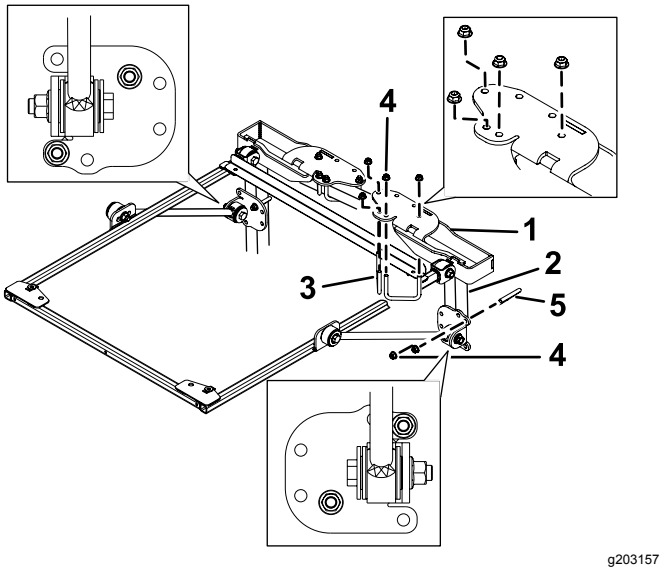

Figur 32
4. Plasser veltebeskyttelsens monteringsbraketter på toppen av trekkenhetens veltebøyle (Figur 32). Påse at veltebøylen er sentrert i veltebeskyttelsens monteringsbraketter.
5. Bruk monteringshullene som vist i Figur 32, og monter hver av veltebeskyttelsens monteringsbraketter på toppen av veltebøylen med to U-bolter (2 3/4 tomme) og fire flensmuttere.
6. Bruk monteringshullene som vist i Figur 32, og fest hver avstiverbrakett løst til veltebøylestolpene med en U-bolt (4 tommer) og to flensmuttere.